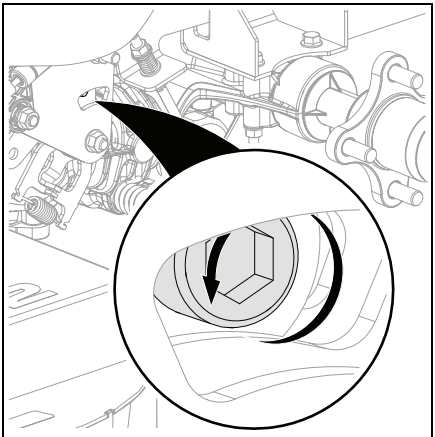

Figure 39
5. Loosen the neutral set screw on the transaxles. See Figure 39.